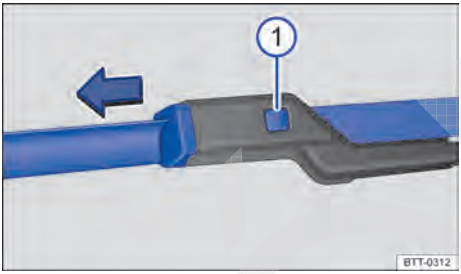

Fig. 144 Substituir as palhetas dos limpadores do para-brisa.
– Manter a tecla de destravamento → Fig. 144 ① pressionada e, ao mesmo tempo, retirar a palheta do limpador do para-brisa no sentido da seta.